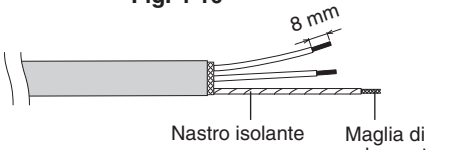

Fig. 4-11
(3) Rimuovere la guaina di protezione del cavo del segnale (Fig. 4-11).